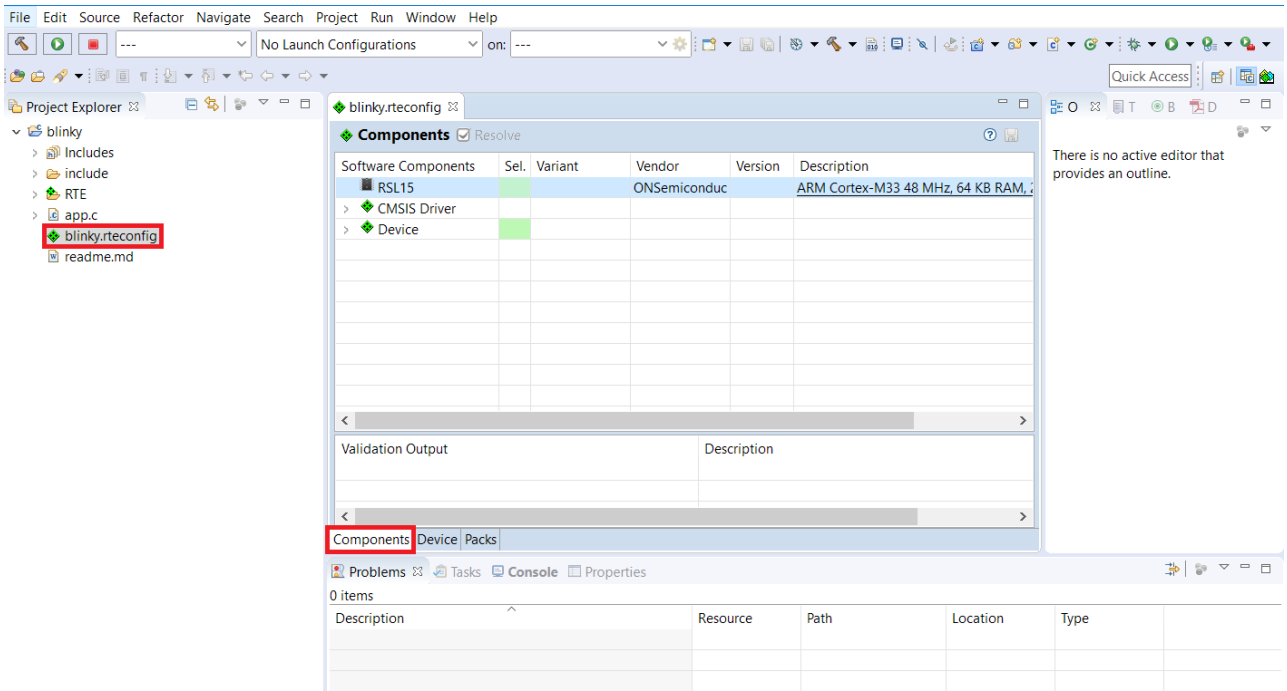

Figure 49. Opening the .rteconfig file in the onsemi IDE
1. From the C/C++ perspective, open any RTE configuration file, such as *blinky.rteconfig* (see the "Opening the .rteconfig file in the onsemi IDE" figure (Figure 49)).